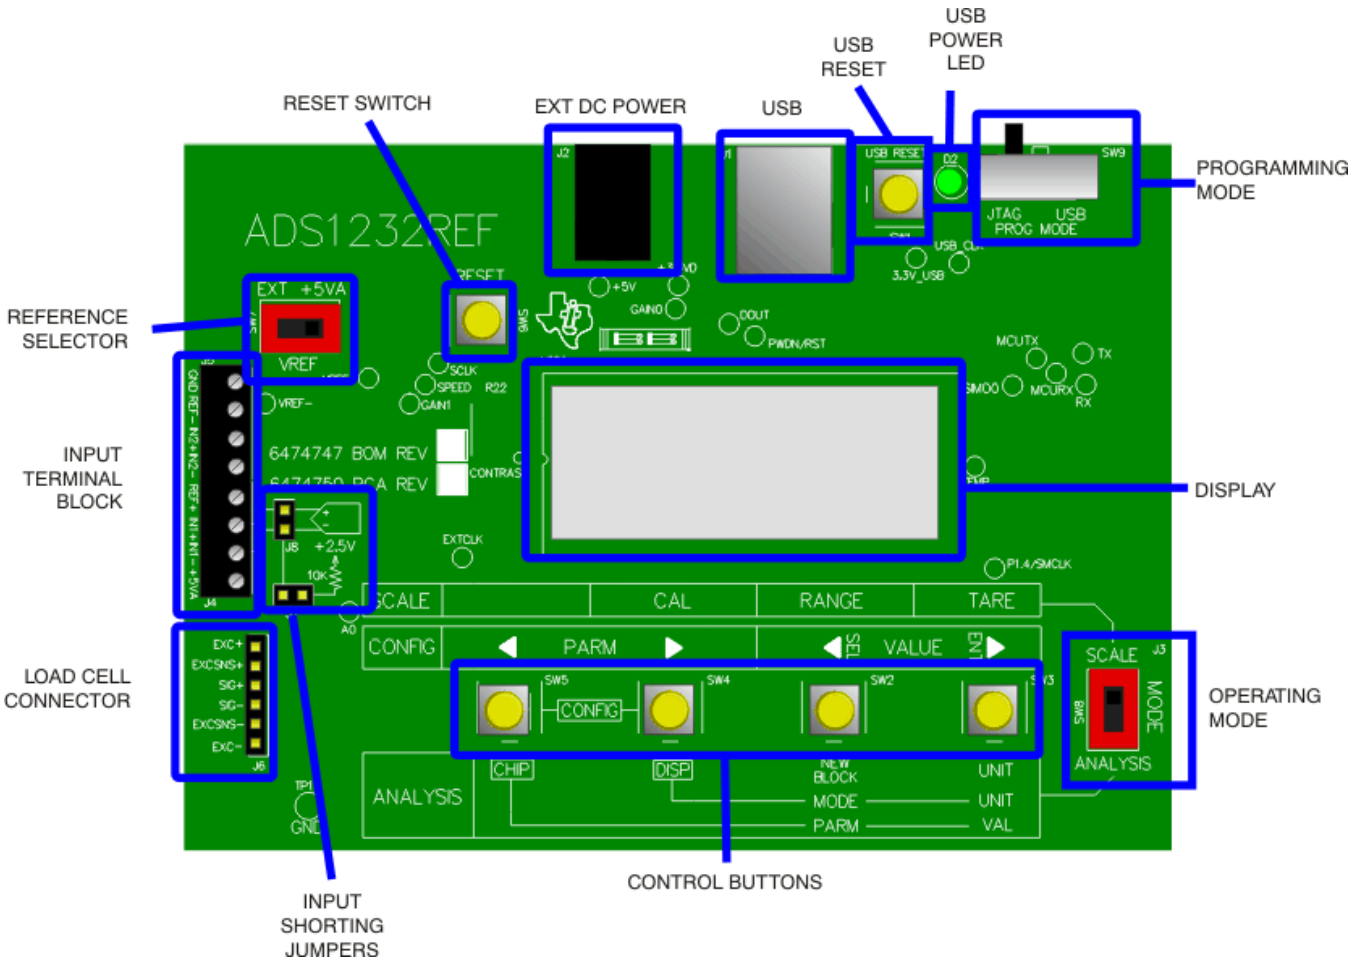

**Figure 1. ADS1232REF Controls and Connectors**
Figure 1 shows a diagram of the ADS1232REF.
The main controls for the ADS1232REF are the four buttons and the mode selection slide-switch (see Figure 1).
2. Short jumpers J8 and J7. (These jumpers are located very near the terminal block, and are marked *Input Shorting Jumpers* in Figure 1.)
2. If the input shorting jumpers J8 and J7 are connected, disconnect them (see Figure 1).